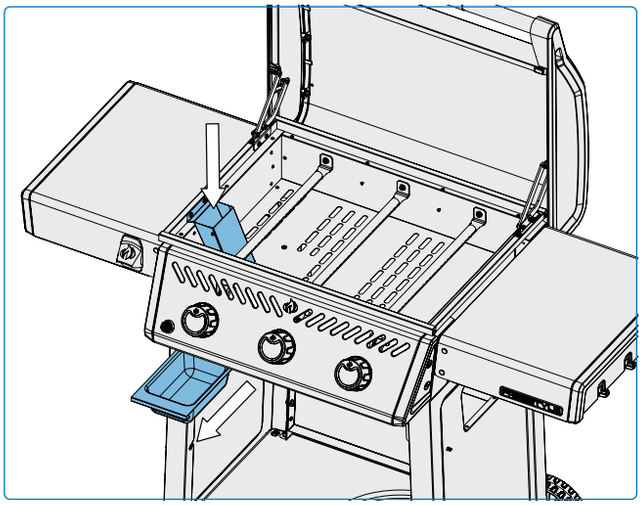

Fig. 11
1. Une fois que l'appareil a complètement refroidi, retirez avec précaution le plateau d'égouttage du chariot de l'appareil, sans le faire basculer. **(Fig. 11).**